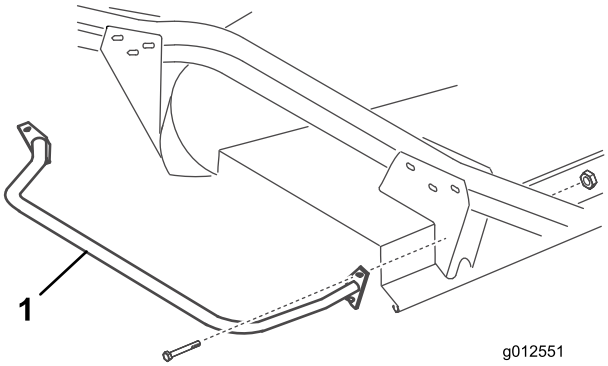

Figur 23
2. Fest monteringshullet på toppen av støtfangerens fremre monteringsplate i styrearmbraketten med en bolt (5/16–18 x 3 tomme) og låsemutter (Figur 23).